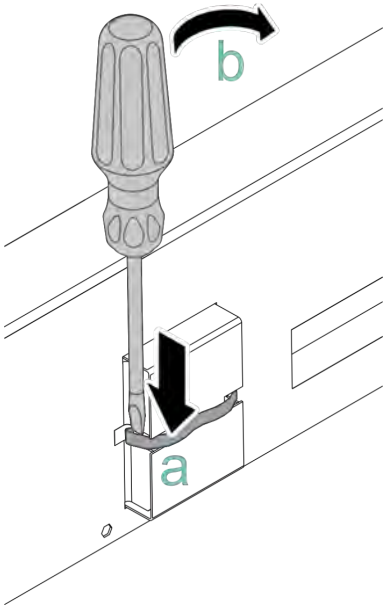

Fig. 45: Releasing the EPROM spring
3. Carefully release the EPROM spring using a screwdriver (*Fig. 45*).